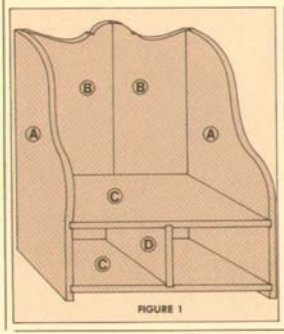

FIGURE 1
From the other 36" length rip a 3-3/4" width and a 2-9/16" width. Cut (C) and (D) off the 3-3/4" width. (It's best to cut these 1/8" long and trim to fit later.) Resaw the remainder of this board and the 2-9/16" width to yield boards 3/16" thick. (If you don't want to resaw, you can use ¼" plywood for pieces (G), (H), and (I), changing the dimensions and rabbets as shown in Figs. 1 and 4.)
For the drawers: cut the four rabbets on the back of (E) as shown in Fig. 1. Then chamfer the front edges. (I used a Vee-grooving bit in a router mounted to a table.) Finally, drill holes for the porcelain knobs.
The point here is to get a thin wire from the lever to the lid. I did this by drilling a ½" diameter hole, ¼" deep on the side piece, as shown in Fig. 1. This hole should be drilled with a Forstner or spur bit. Later, the 1/16" hole is drilled.